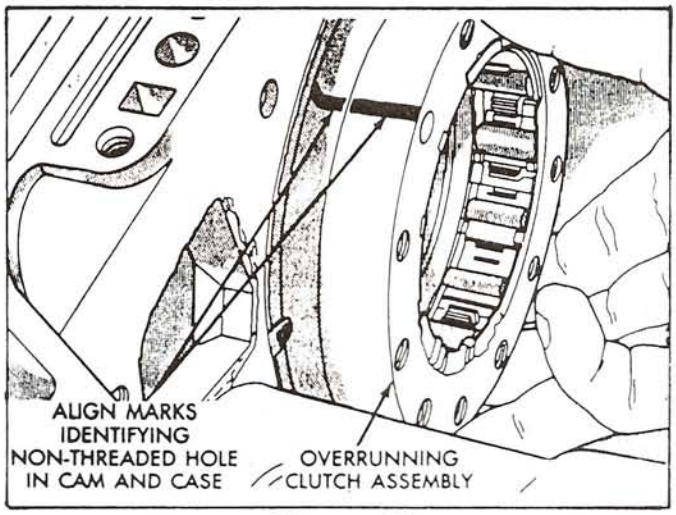

Figure 36
16. Align and install overrunning clutch and cam into transmission case (See Figure 36.
19. Verify that your marks are aligned as shown in Figure 36.